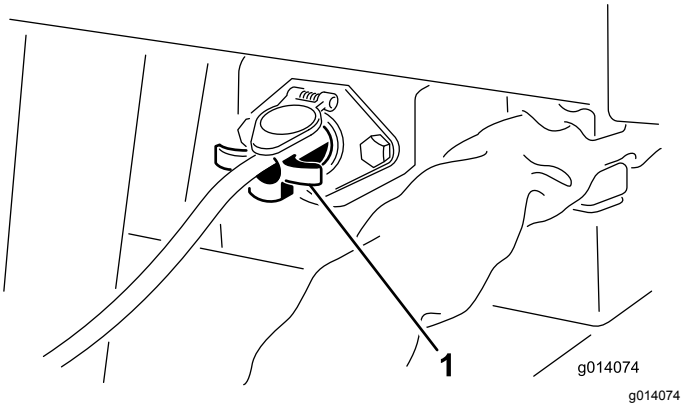

Figur 9
4. På SH-modeller ansluts av-/på-kontrollbrytaren (änden med fyra stift) till uttaget i det främre vänstra hörnet av maskinen (Figur 9).